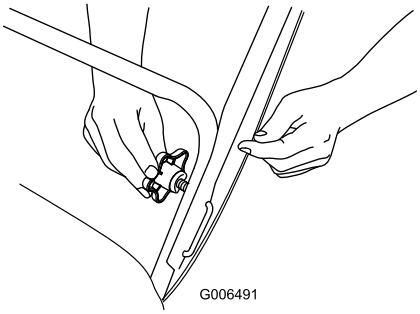

Figur 5
1. U-formet håndtagslås (2) 2. Håndtagsknapper
2. Isæt enden af det U-formede håndtag ind i det åbne hul i håndtaget, og stram håndtagsknapperne til, indtil de er strammet til (Figur 5).